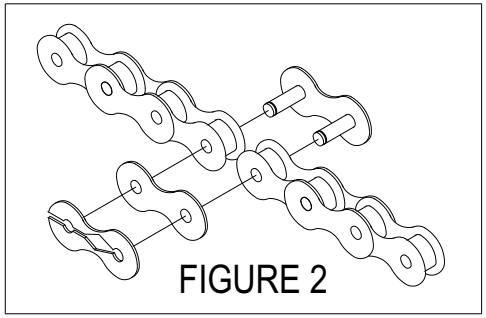

FIGURE 2
6. WRAP THE #41 ROLLER CHAIN AROUND THE TWO SPROCKETS AND INSTALL CONNECTING LINK. (SEE FIGURE 2). PULL OPERATOR AWAY FROM HOOD UNTILL DRIVE CHAIN IS TENSIONED BUT NOT TIGHT AND THEN TIGHTEN MOUNTING NUTS.